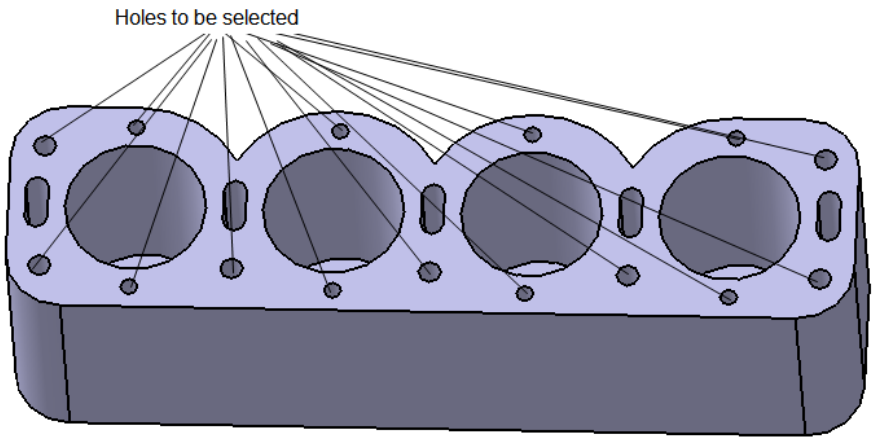
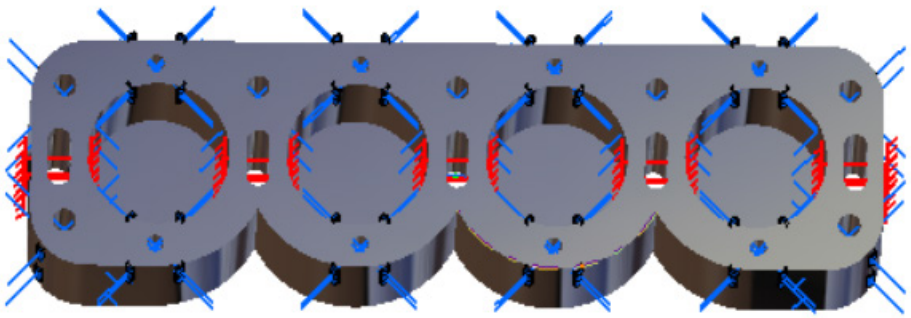

Figure 19-143 *The holes to be selected*
Figure 19-144 *The Surface Slider restraint applied to the selected holes*
2. Choose all the 15 holes on the upper face of the Engine block, as shown in Figure 19-143. Apply the surface slider restraint to all the flat faces of the elongated holes. Choose the **OK** button from the **Surface Slider** dialog box; the surface slider restraint is applied to the selected holes, refer to Figure 19-144.